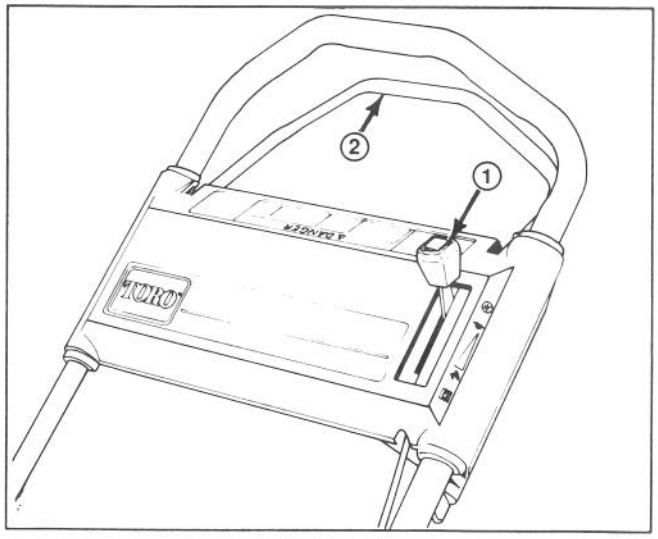
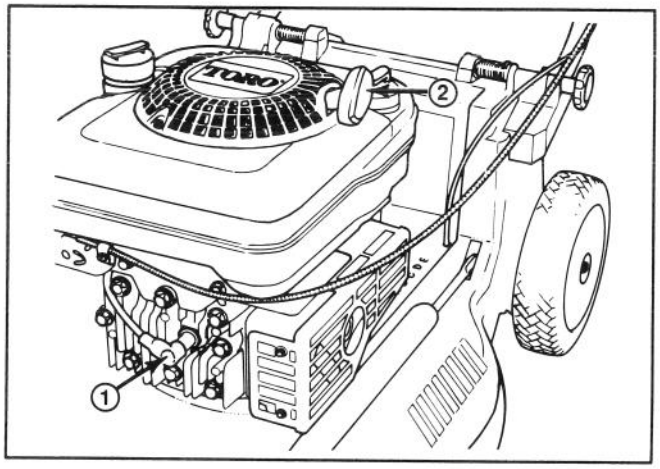
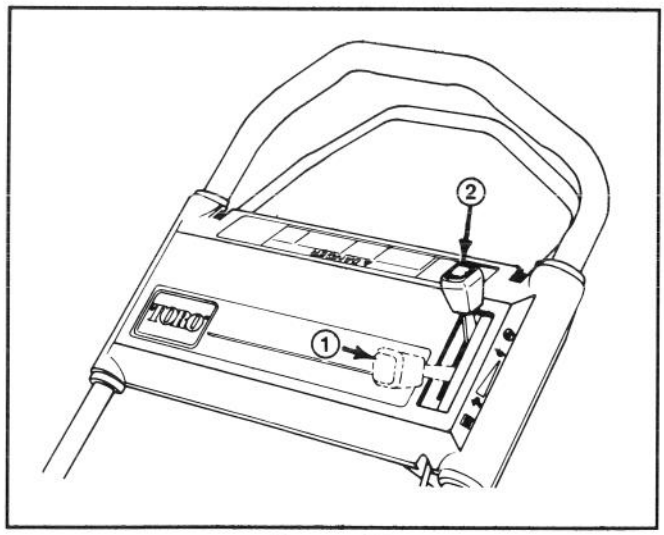

Figure 8
Figure 9
Figure 10
CONTROLS—Throttle and self-propel control bar (self-propelled model only) are on upper handle (Fig. 8). Recoil starter is on top of engine (Fig. 9).
1. Push spark plug wire onto spark plug (Fig. 9).
2. STARTING—Move throttle forward to CHOKE position (Fig. 10). Pull engine mounted recoil starter (Fig. 9) out until slack in rope is taken up. Then pull vigorously to start the engine. When engine starts, move throttle to FAST position or regulate engine speed as desired.
3. STOPPING (Fig. 10)—To stop engine, move throttle rearwards to ENGINE OFF position. Pull wire off spark plug if mower will be unattended or not used.
1. Stop engine and pull wire off spark plug (Fig. 9).
1. Stop engine and wait for engine to cool. Pull wire off spark plug (Fig. 9).